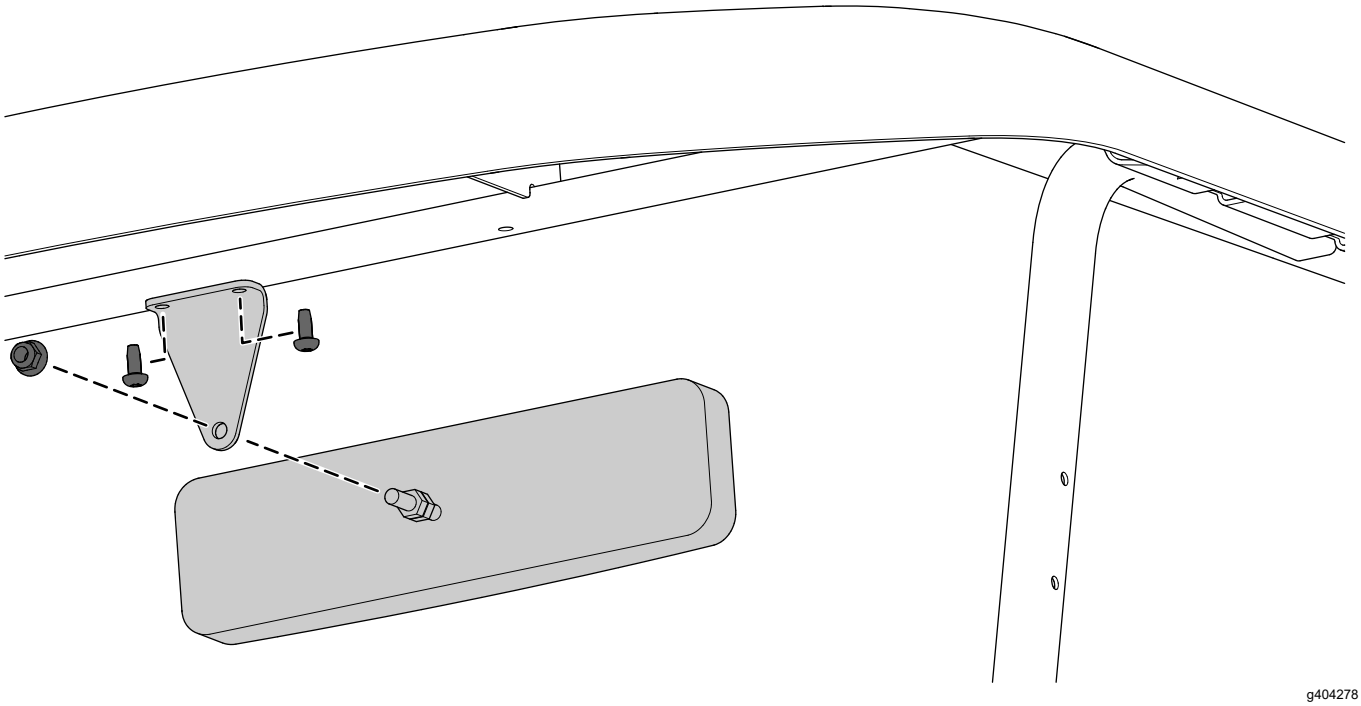

Figuur 6
1. Gebruik de borgmoer (8 mm) om de spiegelbeugel aan de spiegel te bevestigen zoals getoond in Figuur 6.
2. Gebruik 2 zelftappende schroeven om de spiegelbeugel aan de voorste steunbeugel te bevestigen zoals getoond in Figuur 6.